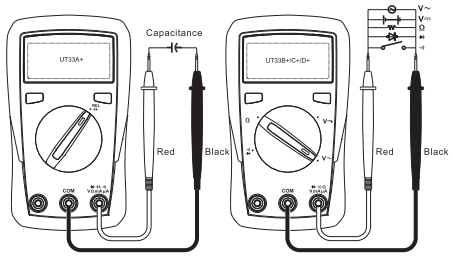

Figure 2a Figure 2b
5. Capacitance measurement (only for UT33A+, see Figure 2a)